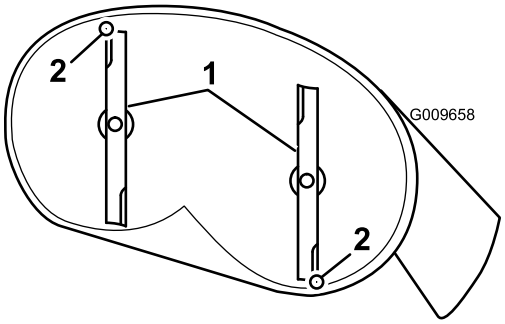
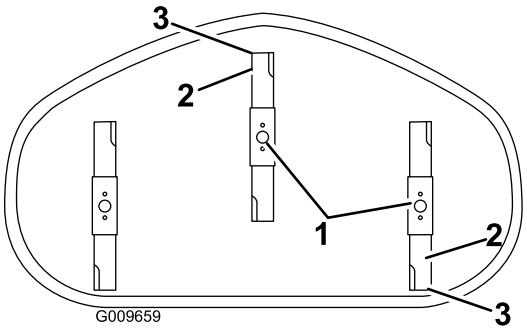

Figur 62
Figur 63
4. Drej forsigtigt knivene, så de vender på langs (Figur 62 og Figur 63).
5. Mål fra spidsen af den forreste skærekniv til den plane overflade og spidsen af den bageste skærekniv til den plane overflade (Figur 62 og Figur 63). Hvis den forreste skæreknivs spids ikke er 1,6-7,9 mm lavere end den bageste skæreknivs spids, skal du justere den forreste låsemøtrik.
8. Efter justering kontrolleres den langsgående hældning igen. Fortsæt med at justere møtrikken, indtil den forreste spids af skærekniven er mellem 1,6 og 7,9 mm lavere end den bageste spids af skærekniven (Figur 62 og Figur 63).